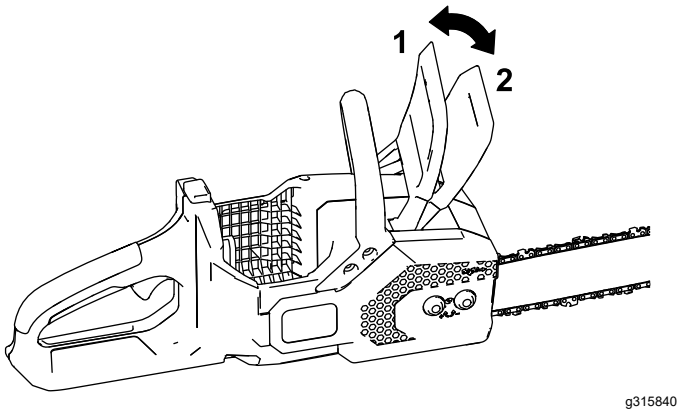

Rysunek 25
1. Załącz hamulec łańcucha przesuwając jego uchwyt do pozycji ZATRZYMANIA (Rysunek 25).
4. Rozłącz hamulec łańcucha, przesuwając jego uchwyt w tył, do położenia PRACY (Rysunek 25).
4. Upewnij się, że hamulec łańcucha znajduje się w położeniu PRACY (Rysunek 25).